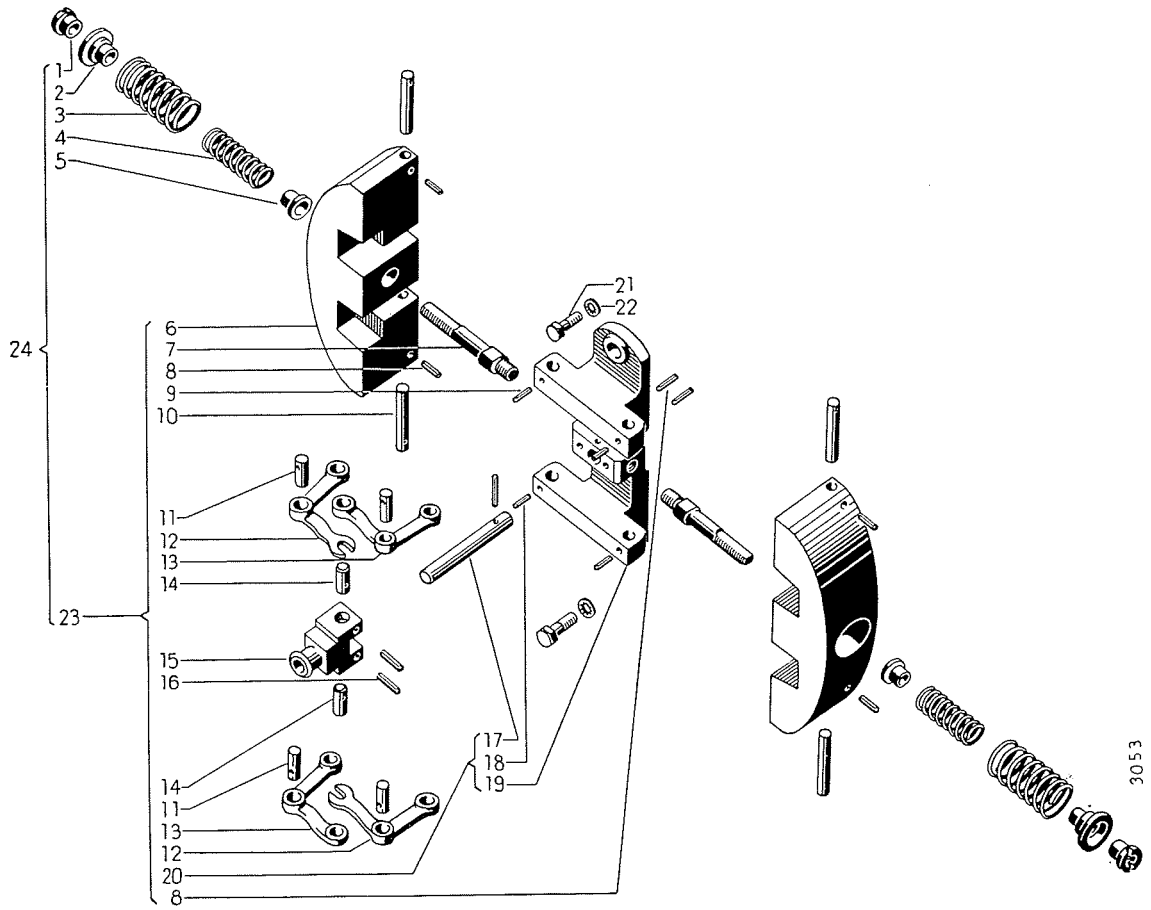

Bild 120
Der Regler ist auf das Antriebsrad der Nockenwelle aufgeschraubt und regelt mit Hilfe von zwei Fliehgewichten (6) und Reglerfedern (3 und 4), Bild 120, über ein entsprechendes Gestänge die Fördermenge der beiden Einspritzpumpen. Siehe auch die Bilder 121 und 136.